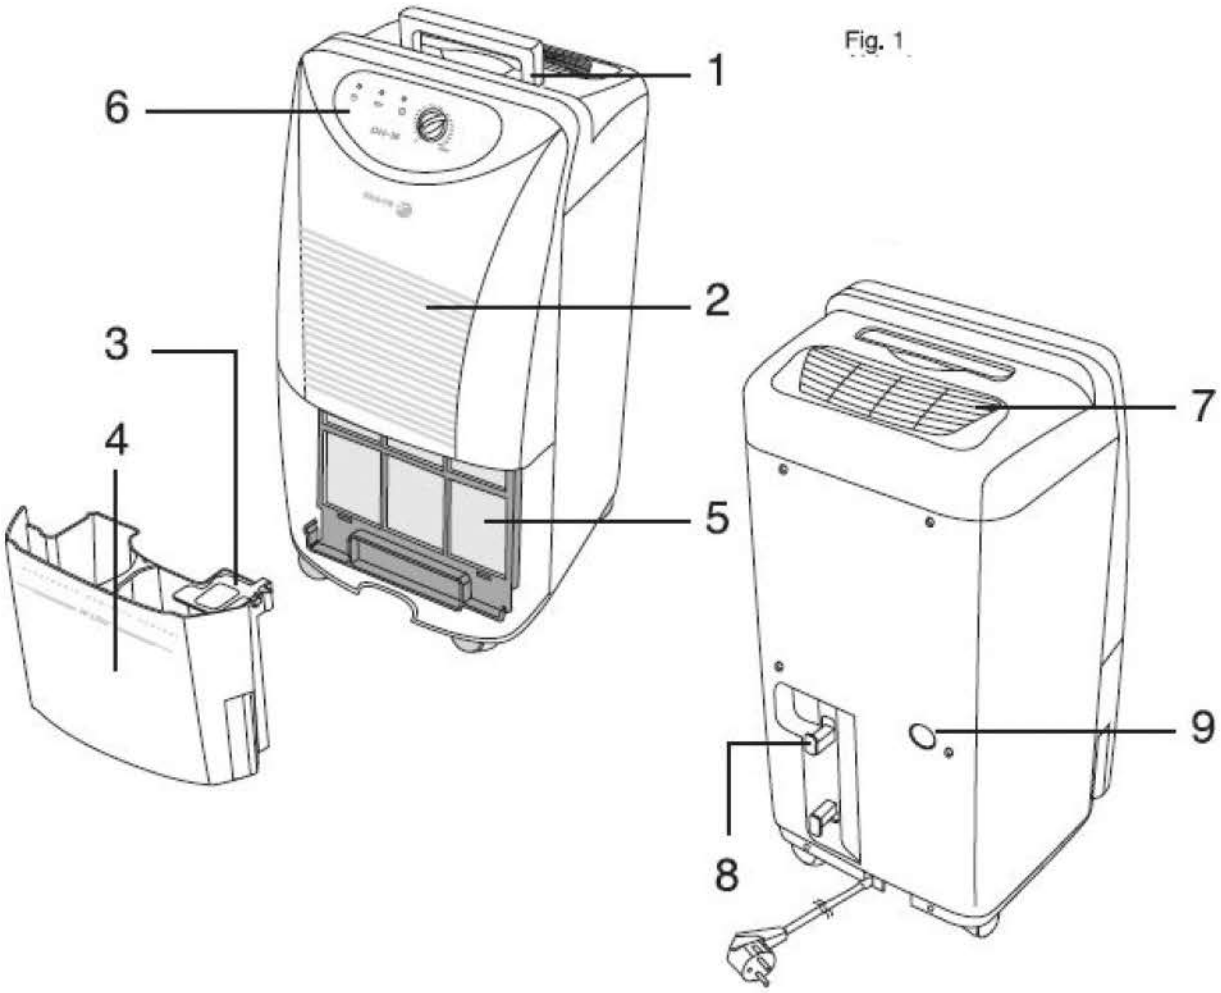

Fig. 1
2. IDENTIFICAÇÃO DO APARELHO (Fig. 1)